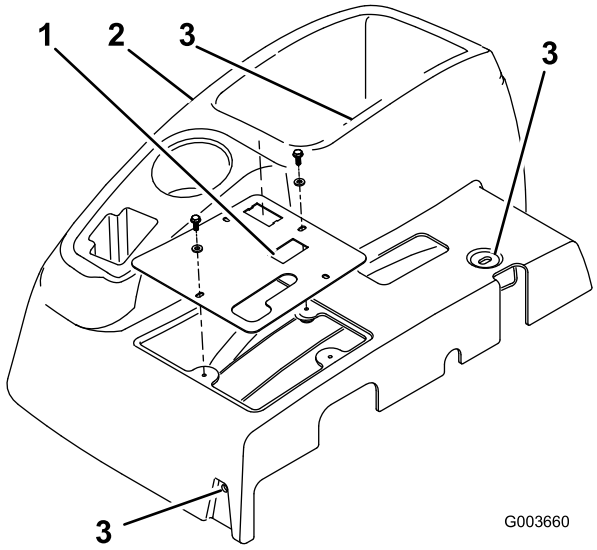

Bild 1
3. Entfernen Sie die 4 Unterlegscheiben und Schrauben, mit denen das Bedienfeld an der Konsole befestigt ist (Bild 1).
5. Nehmen Sie das Bedienfeld ab (Bild 1).
6. Entfernen Sie die drei Schrauben, mit denen die Konsole am Rahmen befestigt ist (Bild 1). Entfernen Sie die Konsole, indem Sie die untere Kante der Konsole vorsichtig um die Halterung herum anheben und sie über den Bremsgriff hinaus nach oben schieben.